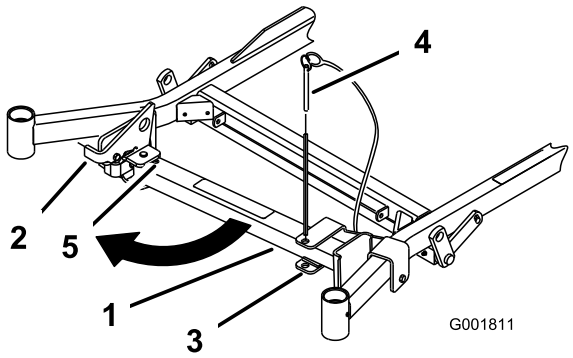
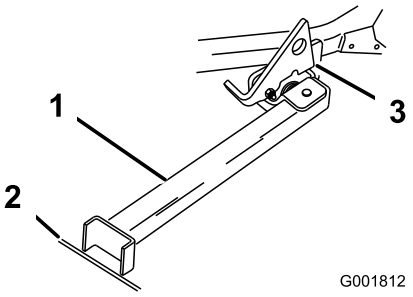

Figuur 27
Figuur 28
2. Verwijder de pen van de beugel (Figuur 27).
Z Stand in de richting van de machine in de onderkant van de sleuf (Figuur 27 en Figuur 28).
4. Plaats het voetstuk op de grond en laat de vergrendeling op de draailip rusten (Figuur 28).
Opmerking: Om de beste resultaten te verkrijgen, moet u het voetstuk in spleten in een voetpad of een gazon plaatsen (Figuur 28).
6. Rij de machine de Z Stand op. Stop de machine als de vergrendeling boven de lip in de vergrendelde stand valt (Figuur 28). Als de machine op de Z Stand staat, stelt u de parkeerrem in werking en zet u de motor af.
5. Zet de Z Stand terug in de ruststand (Figuur 27).